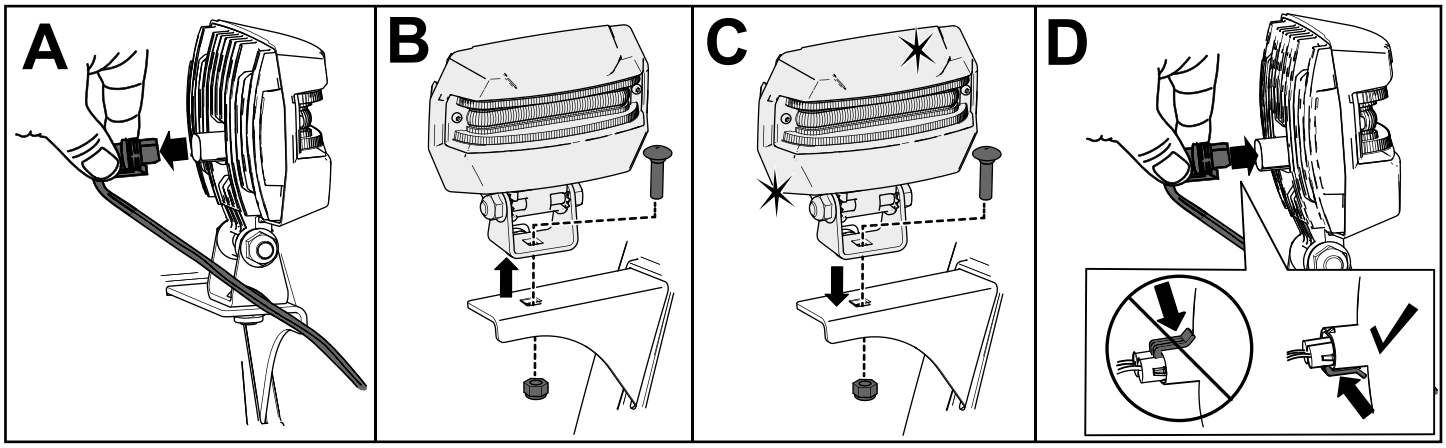

**Figure 40**
1. Débranchez le câble à l'arrière du phare (encadré A de la Figure 40).
2. Retirez le boulon et l'écrou qui fixent le phare sur son support, puis déposez le phare (encadré B de la Figure 40).
3. Fixez le nouveau phare sur le support au moyen de l'écrou et du boulon retirés précédemment (encadré C de la Figure 40).
4. Branchez le câble du phare directement à l'arrière du phare en l'enfonçant bien en place (encadré D de la Figure 40).